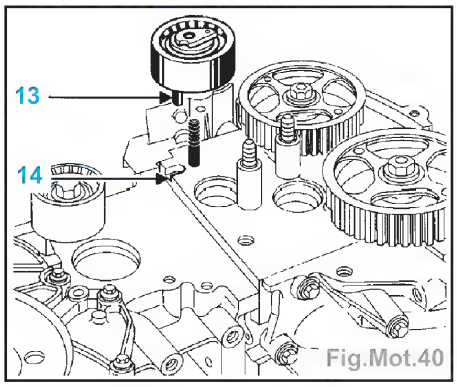

Fig.Mot.40
- Veiller à ce que l'ergot (13) du galet tendeur soit correctement positionné dans la rainure (14) (Fig.Mot.40).
- Veiller à ce que l'ergot (1) du galet tendeur soit correctement positionné dans la rainure (2) (Fig.Mot.40).